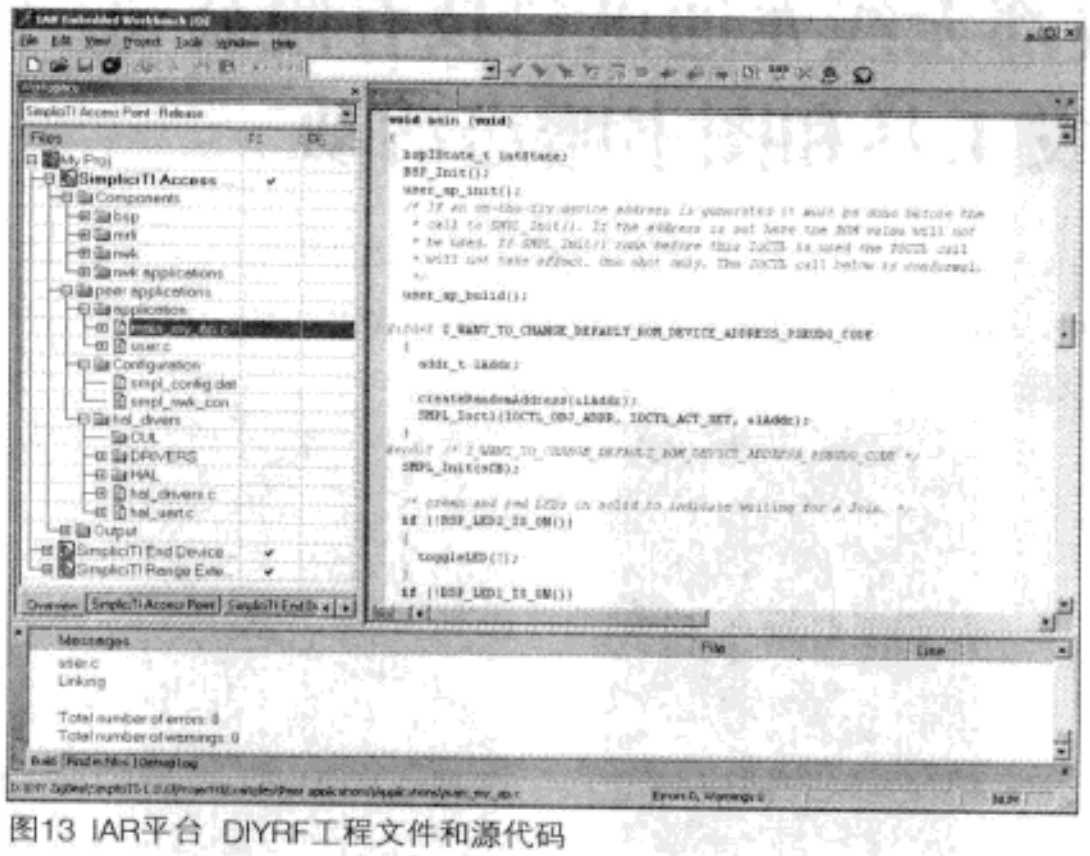

图13 IAR平台 DIYRF工程文件和源代码
4. 打开工程文件DIYRFZigBee .PRJ，见图13。